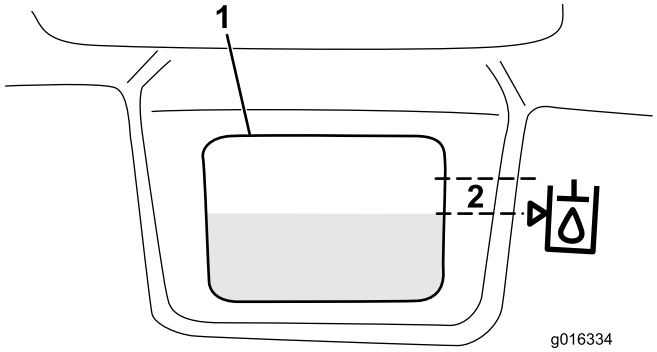

Figuur 30
3. Vul het reservoir langzaam met geschikte hydraulische vloeistof tot het niveau zich hoogstens 6 mm van de pijl in het symbool naast het witte venster aan de voorkant van het reservoir bevindt (Figuur 30). Niet te vol vullen.